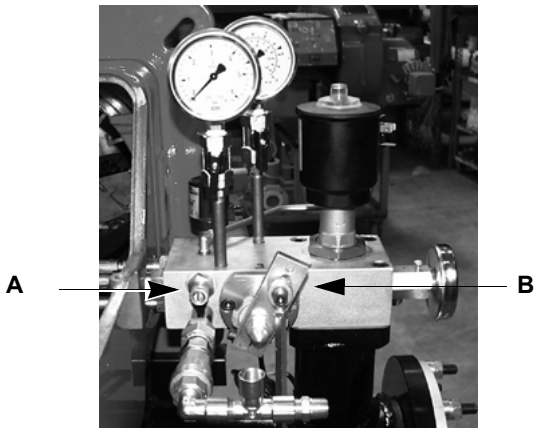

Fig. 21
- Smontare e pulire il regolatore dell'aria compressa, **A** in Fig. 21.
- Smontare e pulire il regolatore dell'olio, **B** in Fig. 21.